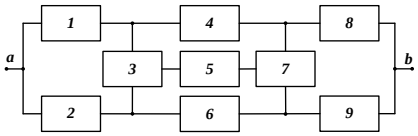

Рис. 3
9. Определить вероятность безотказной работы системы, НФС которой приведена на рис. 3, с помощью логико-вероятностного метода, рассматривая систему как невосстанавливаемую. Все элементы системы равнонадежны, т.е. $p_i=0,9$.